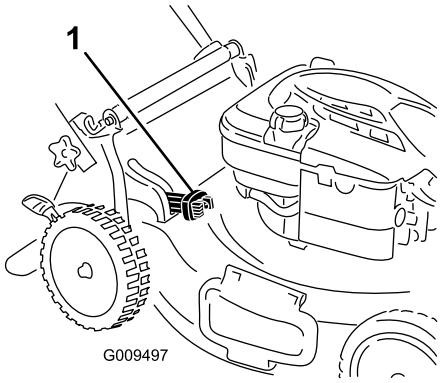

Figur 16
- For at opsamle græs- og bladafklippet i posen skal du trykke på den knap, der sidder på grebet til posefyldning, og flytte grebet fremad, indtil knappen på grebet hopper op (Figur 16).